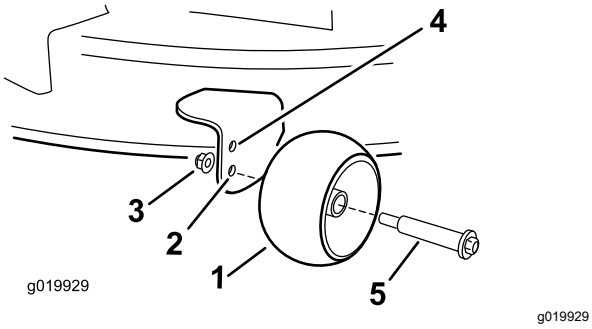

Figura 29
- Taladro superior – utilice esta posición cuando la carcasa de corte está en la posición de altura de corte de 63 mm o menos (Figura 29).
- Taladro inferior – utilice esta posición cuando la carcasa de corte está en la posición de altura de corte de 76 mm o más (Figura 29).